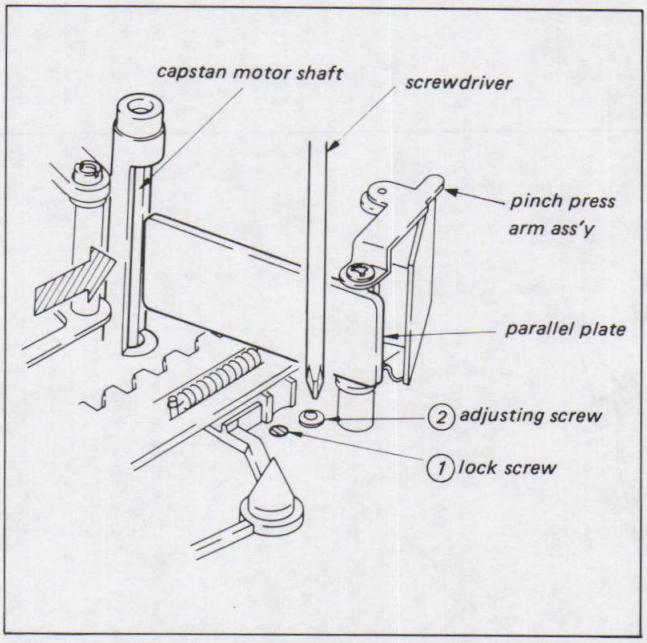

Fig. 3-8. Capstan motor shaft perpendicular adjustment
1) Place parallel plate (Tool Ref. No. J-2) on No. 10 guide sleeve of the pinch press arm assembly perpendicularly, as shown in Fig. 3-8.
2) Loosen screw (1).
3) Rotate adjusting screw (2) and align the capstan shaft perpendicularly.
4) Tighten screw (1) and fix the capstan motor.